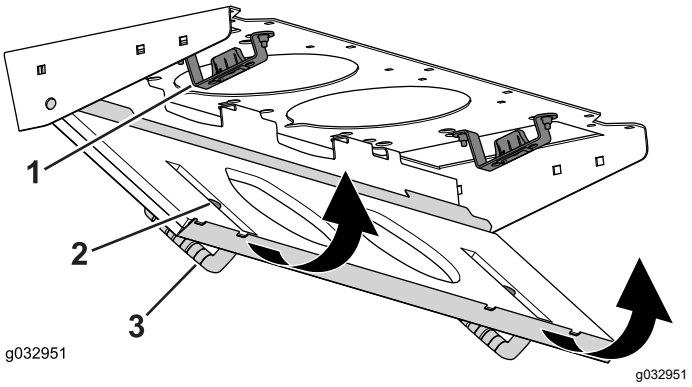

Bild 84
4. Drehen Sie das Filtersieb um die Nasen, bis der Riegel in der Riegelbefestigung einrastet (Bild 84).